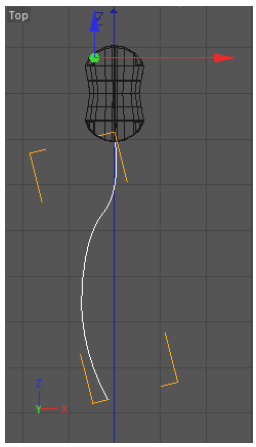

Figure 3-64 *Spline created in the Top viewport*
4. Press F2; the Top viewport is maximized. Choose the **Spline Pen** tool from the Command Palette. Next, create a curve in the Top viewport, as shown in Figure 3-64. Press ESC to exit the **Spline Pen** tool.